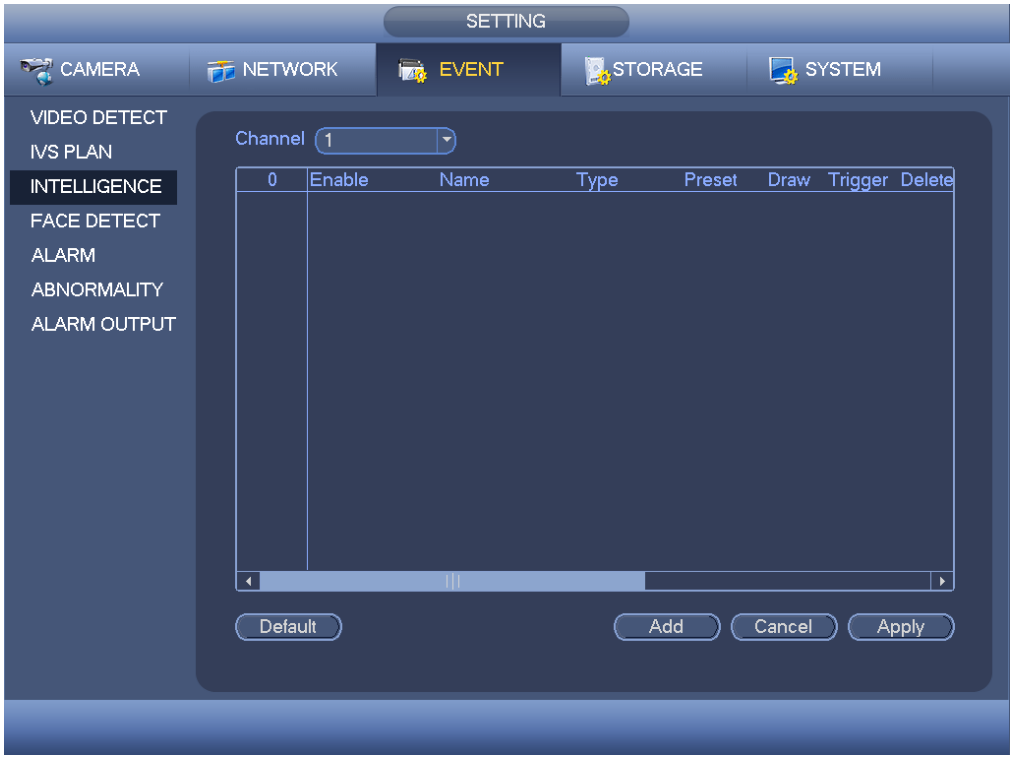

Figure 4-113
- From main menu->Setting->Event->Intelligence, you can go to the following interface. Here you can set IVS rule. System can generate an alarm as the mode you previously set once there is any object violates the rule. See Figure 4-113.